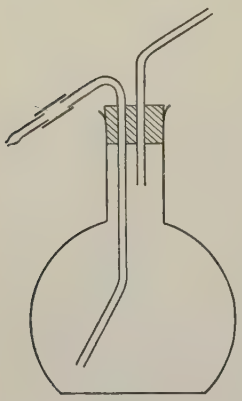

FIG. 1.
7. The Wash Bottle. Fit up one of the larger flasks (250 or 500 cc.) in your outfit as a wash bottle, keeping in mind the points just outlined for working glass. The proper construction of a wash bottle is shown in Fig. 1. Have your wash bottle approved by the assistant. If distilled water is available, this should always be used in the wash bottle.